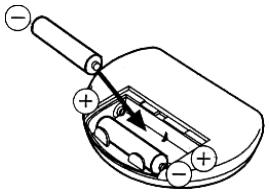

Figure 2
2. Installer les piles (AAA). (figure 2) (Piles non fournies)
2. Insert the batteries (AAA). (figure 2)